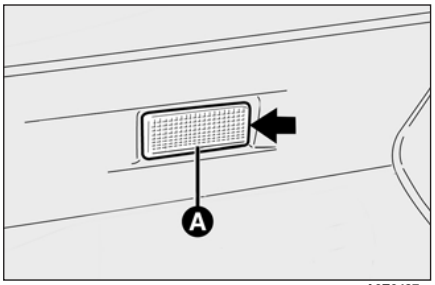

fig. 42 A0E0487m
- ❒ remove the light unit **A-fig. 42** levering in the point shown by the arrow;